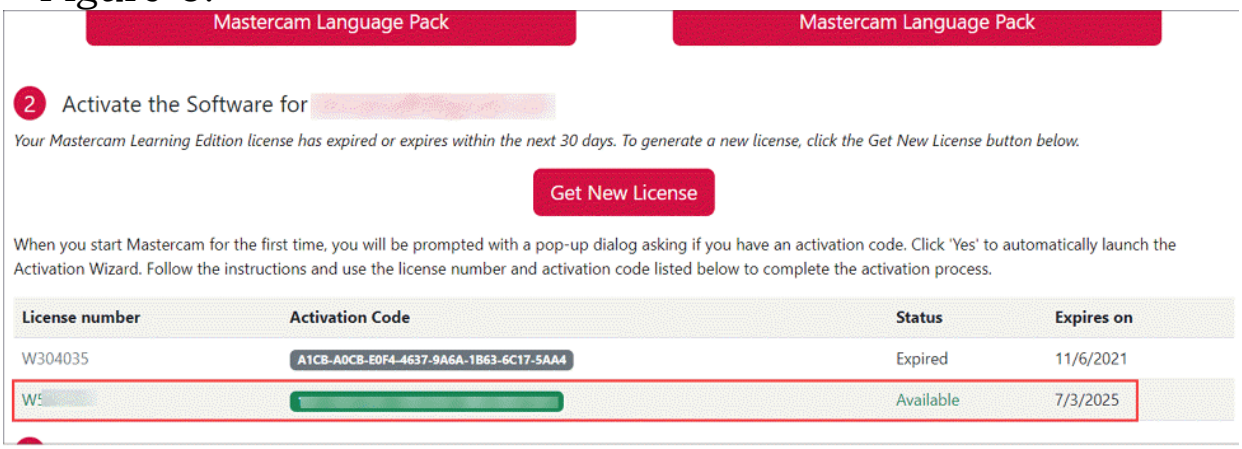

Figure-6. New license added in list
- Click on the **`Get New License`** button from the page and click on the **`OK`** button from Popup displayed. A new license number will be added in the list with activation code; refer to Figure-6.